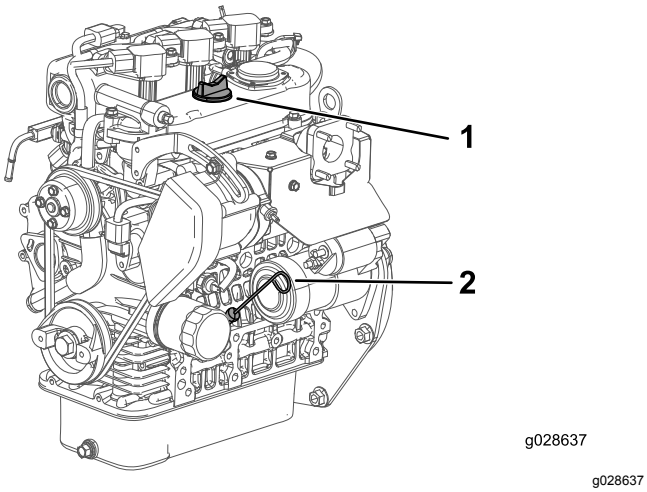

図 35
4. ディップスティックを抜ききれいなウェスで一度拭く図 35。
5. ディップスティックを、チューブの根元までもう一度しっかりと差し込む図 35。
6. 引き抜いてディップスティックの目盛りで油量を点検する図 35。
7. オイルの量が不足している場合は、補給口のキャップ図 35を取り、ディップスティックの FULL マークまで補給する。
8. ディップスティックをしっかり差し込んで終了図 35